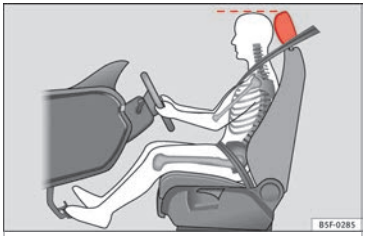

Fig. 93 Correct head restraint position for the driver.
– Adjust the head restraint so that its upper edge is at the same level as the top of your head, or as close as possible to the same level as the top of your head ››› **Fig. 93**.